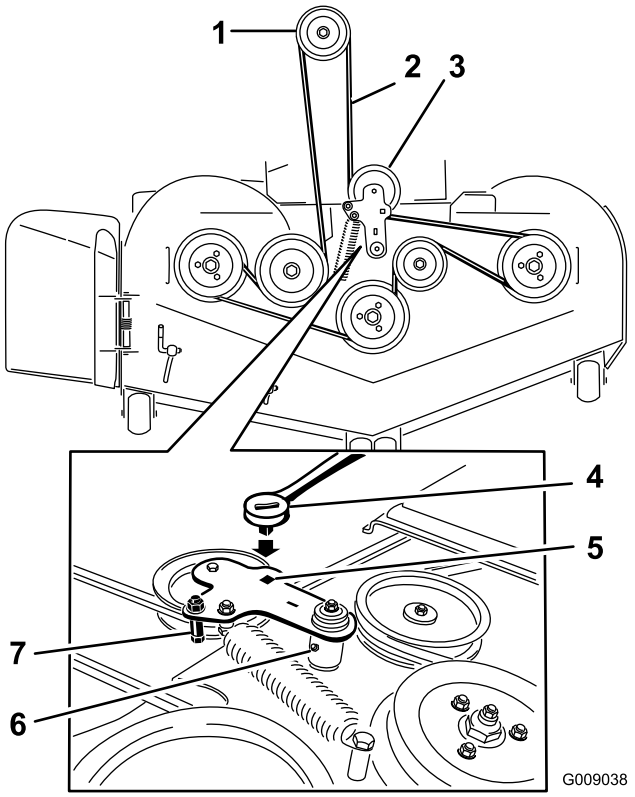

Figura 95
6. Levante la chapa de suelo e introduzca una llave dinamométrica en el taladro cuadrado del brazo tensor de la carcasa (Figura 95).
7. Gire cuidadosamente el brazo tensor de la carcasa en el sentido de las agujas del reloj y retire la correa del cortacésped (Figura 95).